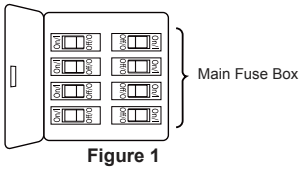

Figure 1
**To avoid possible fire or shock, be sure electricity is turned off at the main fuse box before hanging. (Figure 1)**